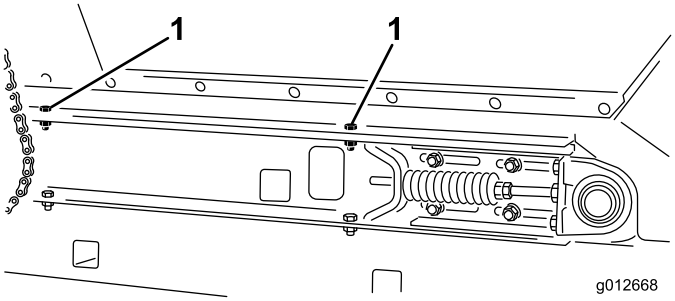

Rysunek 23
4. Usuń (2) śruby z łbem sześciokątnym, podkładki i nakrętkę z każdej strony maszyny, mocując kosz samowyładowczy do sań ślizgowych (Rysunek 23).